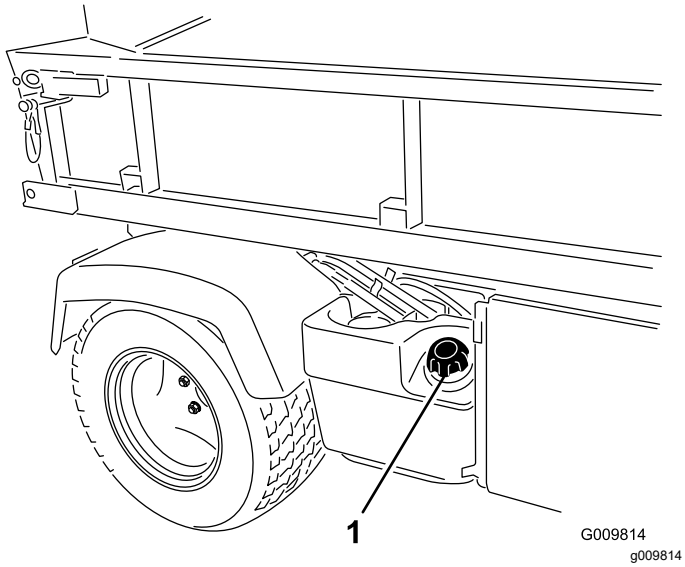

Figur 18
2. Ta bort tanklocket (Figur 18).